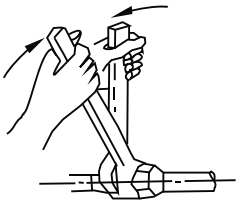

Fig.9-2
- Put the connecting pipes at the proper position, wrench the nuts with hands then fasten it with two wrenches simultaneously. *(Refer to Fig.9-2)*